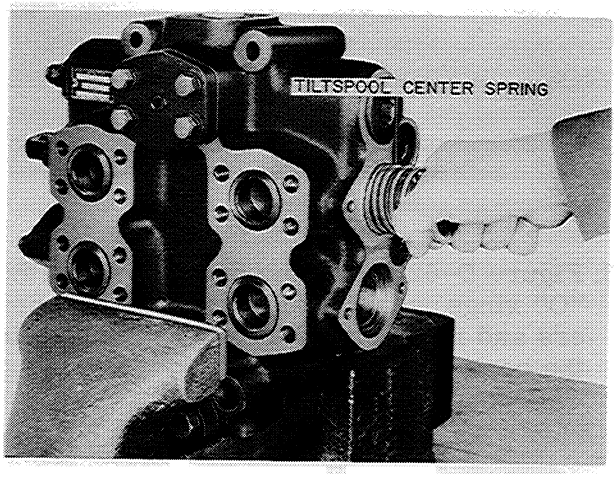

Figure D-59
3. To remove the tilt spool, grasp the centering spring and pull outward as shown in Figure D-59.